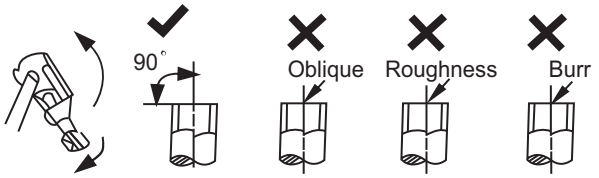

Fig. 33 — Pipe Cutting
a. Cut the pipe, with a pipe cutter, at 90 degrees (see Fig. 33).